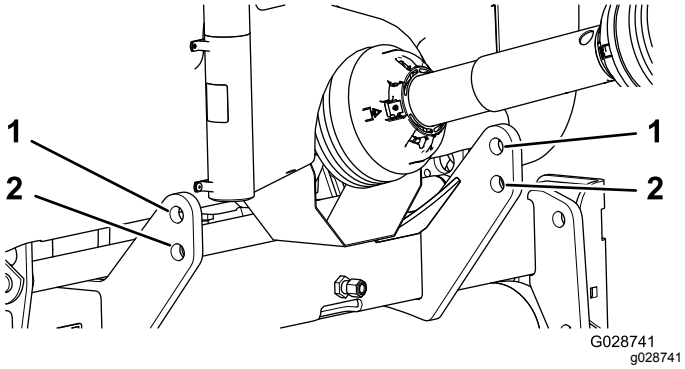

**Figur 5**
**Obs:** Hakbultarna ska låsas fast i de nedre monteringshålen för maximalt avstånd till marken (Figur 5). Se inställningsförfarandet 4 Ansluta kraftuttagsaxeln (sida 11) för att avgöra när de övre monteringshålen ska användas.